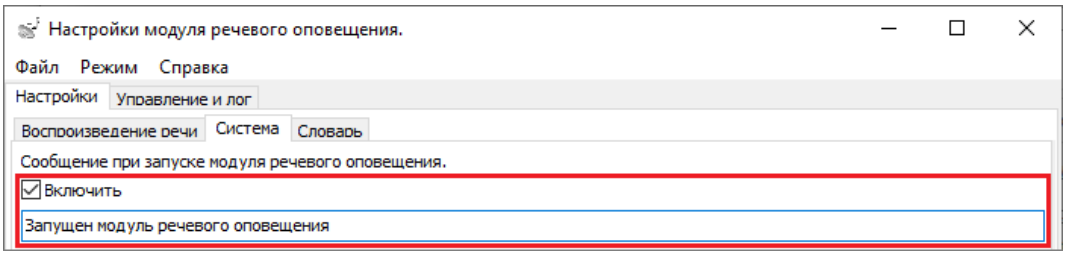

Рисунок 8-185 Включение вопроизведение сообщения при запуске модуля речевого оповещения
- для включения воспроизведения сообщения при запуске модуля речевого оповещения (т.е. сразу после перехода модуля речевого оповещения в штатный режим работы) установите флаг слева от свойства «Включить», после чего станет активным поле ввода текста сообщения. Введите в это поле текст (по умолчанию текст отсутствует), который необходимо воспроизводить при запуске модуля речевого оповещения (см. Рисунок 8-185);